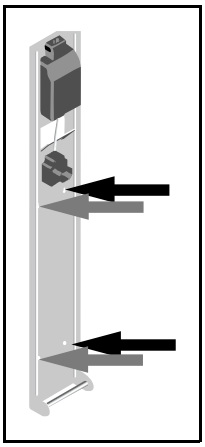

Fig. 1
3) Hold opladeren ind til væggen, tilpas og stram skruerne, se Fig. 1.